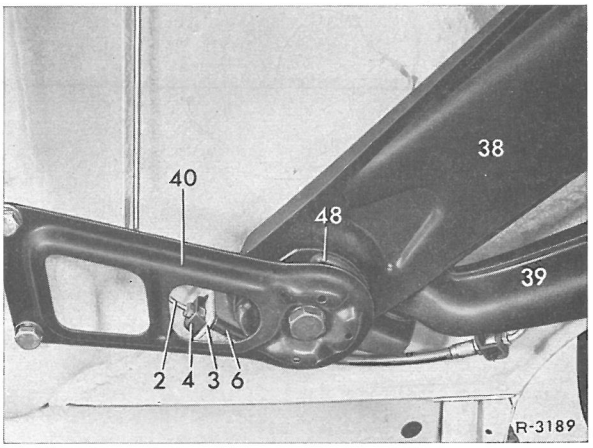

Fig. 42-20/2
Bremseslangerne (6) på bagakslens skråsvingarme (39) skal være lagt således, at slangerne ikke strejfer bagbroens (38) kanter. Derimod må bremseslangen gerne ligge an på siden af rammen når vognen under kørslen fjedrer ud (fig. 42-20/2).